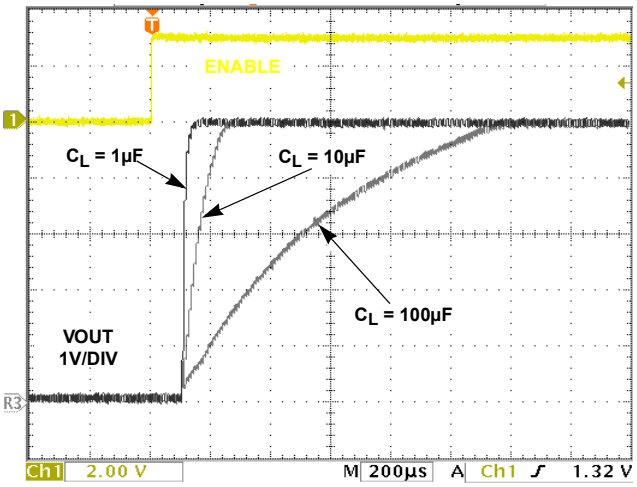

FIGURE 13. V_{OUT} TURN-ON/RISE TIME vs C_{LOAD}. V_{IN} = 5V, R_L = 10Ω
The ISL6185 is a dual channel fully independent overcurrent (OC) fault protection IC for the +2.5V to +5V environment. Each ISL6185 incorporates in a single package two 85mΩ P-channel MOSFET power switches for power control. Independent enabling inputs and fault reporting outputs compatible with 2.5V to 5V logic allow for external control and reporting. This device features integrated power switches with current monitoring, accurate current limiting, reverse bias protection and current limited timed delay to turn-off for system reliability. See Figures 13 through 28 for typical operational waveforms including both under-current and over-current situations.
Upon proper bias of the evaluation platform and correct enabling of the IC, the ISL6185 will have a nominal $V_{IN}/10\Omega$ load current that is lower than the continuous current rating passing through each enabled switch. See Figures 13 and 14 for typical ISL6185 turn-on and turn-off waveforms.